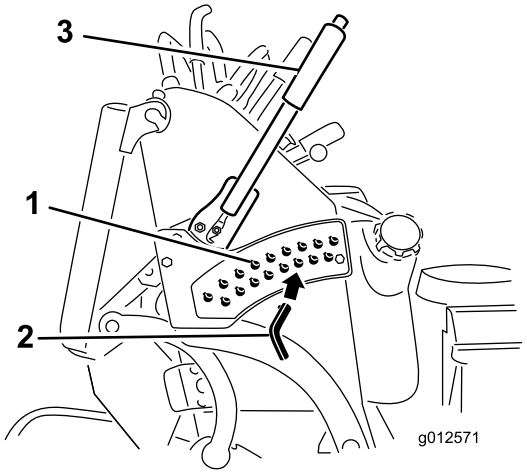

Figur 28
3. Velg det hullet i klippehøydebraketten som svarer til ønsket klippehøyde, og sett inn pinnen (Figur 28).
4. Skyv knappen til toppen og senk klippehøydespaken til stiften (Figur 28).